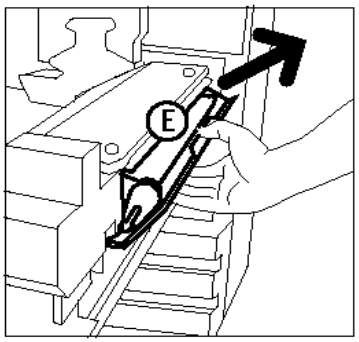

Figure 45 : Retrait de la bande de nettoyage
5 Abaissez lentement la bande de nettoyage (E) et tirez-la vers la droite pour la retirer de la machine (voir la figure 45).